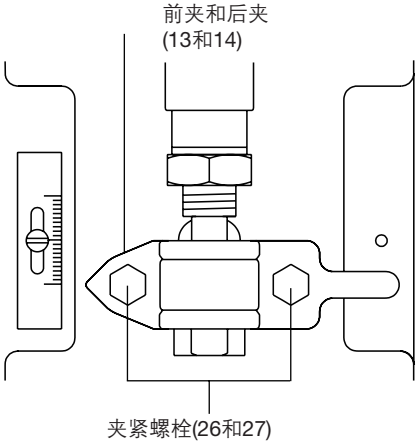

图7
- 松开并取下夹紧螺母和螺栓（图7，26和27），取下阀门适配器（11）